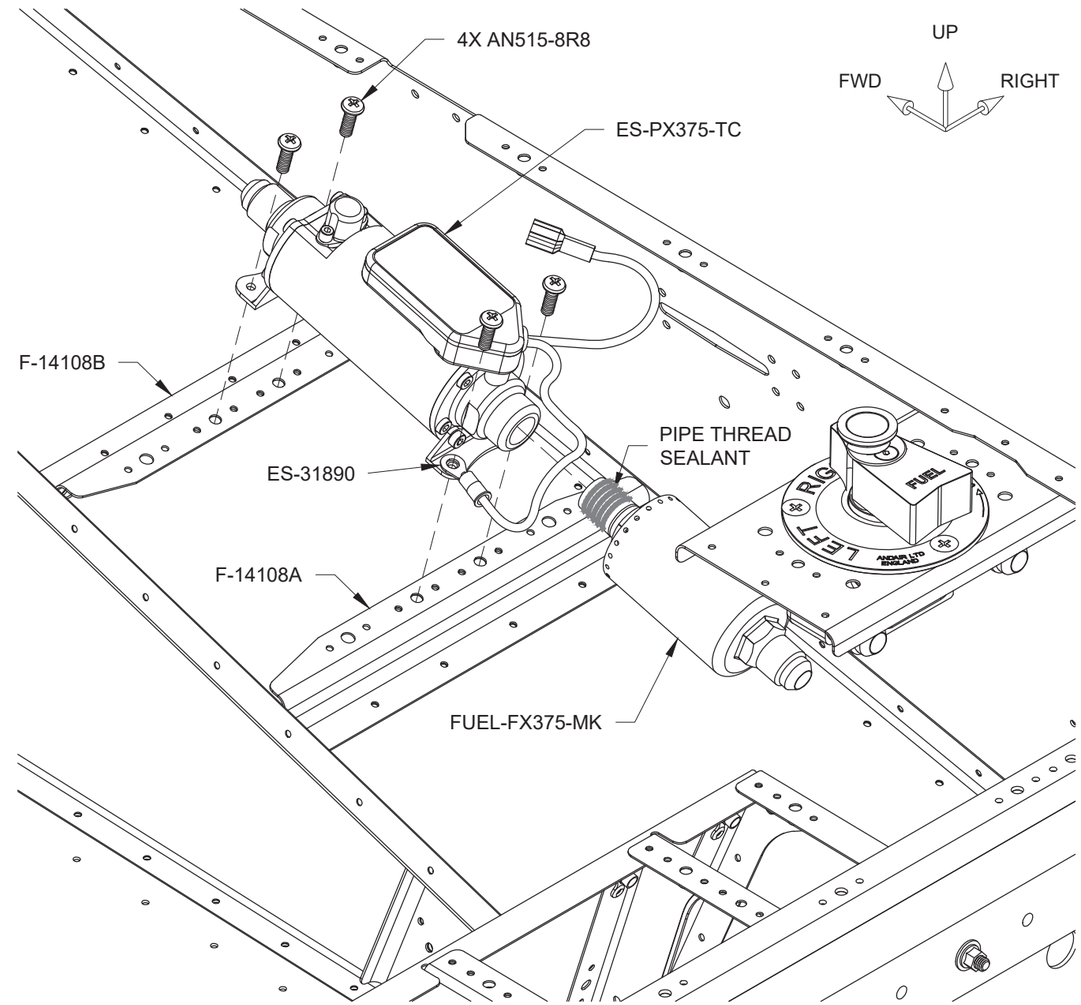

FIGURE 3: INSTALL FUEL PUMP AND FILTER
Step 5: Attach the ES-PX375-TC Fuel Pump to the F-14108A and F-14108B Fuel Pump Brackets as shown in Figure 3. Place the ring terminal end of the black fuel pump ground wire between the fuel pump bracket and the screw head.